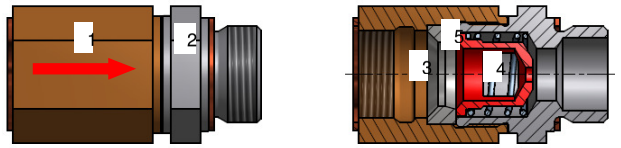

Bild 1 → PDV (Eintrittseite Innengewinde, Austrittseite Außengewinde)
9. Aufbau und Wirkungsweise / Bild 1, 2, 3:
- Das PDV (Bild 1)
- PDV / Bild 1 → In Folge eines plötzlichen Druckabfalls auf der Austrittseite schließt der Ventilkolben und die vom Kompressor weiter geförderte Druckluft passiert das Ventil durch die Bypassbohrung im Ventilkolben. Diese ist so bemessen, dass ein Staudruck in Höhe des Betriebsdruckes gehalten wird. Die dem PDV vorgeschalteten Teile arbeiten dadurch in einem quasi stationären Betrieb. Nach Erreichen eines gleichen Druckniveaus (Ein- Austrittseite Ventilkolben), öffnet das Ventil, der Strömungsverlust ist wieder vernachlässigbar klein.